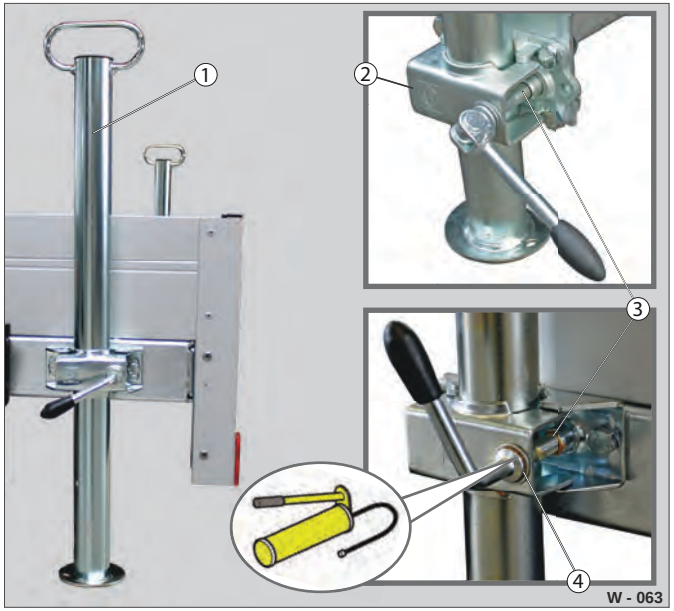

Fig. 59 Skydestøtteben: Smøresteder
Ydersiden af cylinderlegemet (Fig. 59 /1) og spændebøjlen (Fig. 59 /2) må ikke påføres fedt!
▶ Skru låsehåndtagsskruen (Fig. 59 /3) ud, og åbn spændebøjlen (Fig. 59 /2).
▶ Smør låsehåndtagsskruen på gevindet og skiven (Fig. 59 /4).